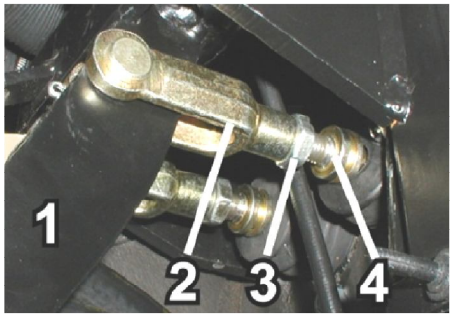

Rys. 5.12. Regulacja hamulca roboczego.
- odblokować nakrętkę blokującą (3- rys.5.12);
- regulować poprzez pokręcanie popychacza (4- rys.5.12) w widełkach (2- rys.5.12) pompy hamulcowej;
- zablokować nakrętkę blokującą (3- rys.5.12);